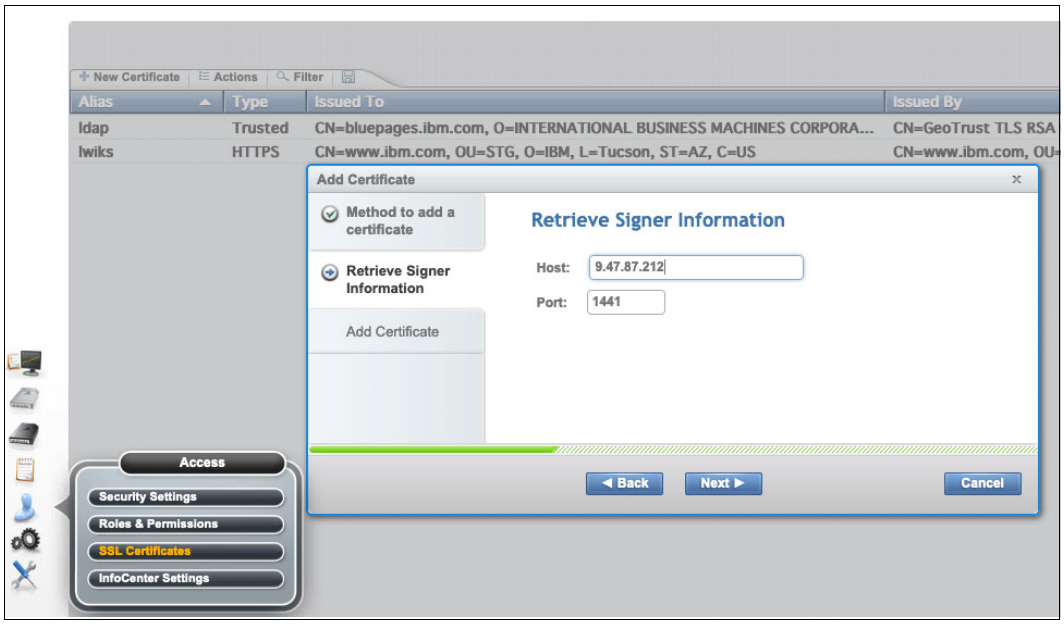

Figure J-9 Retrieving signer information
3. In the **Retrieve Signer Information** tab, enter IP or DNS style name of the target IBM Security Guardium Key Lifecycle Manager server in the **Host** field, as shown in Figure J-9. Consult with your IBM Security Guardium Key Lifecycle Manager administrator to verify the port in which the target server accepts TLS/SSL traffic (the protocol that is used for this connection). Because different IBM Security Guardium Key Lifecycle Manager setups can be configured differently, the default value (port 443) might not be correct for many cases.